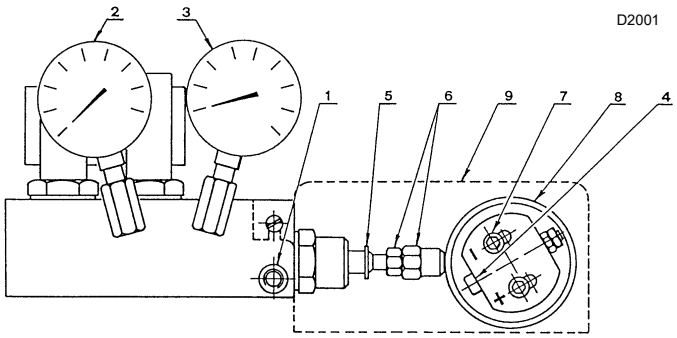
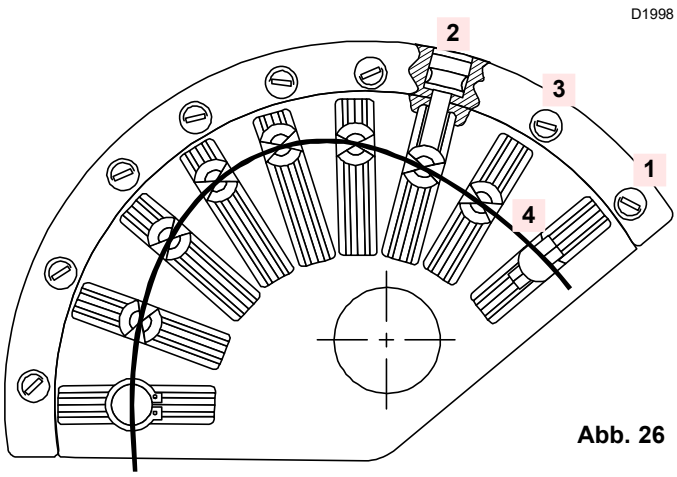

Abb. 22
Abb. 26
Die Druckänderung am Rücklauf - Manometer 3)(Abb. 22 auf Seite 25) ändert den Durchsatz des aus der Düse austretenden Brennstoffs.
- ➤ Wenn beim Höchstdurchsatz der Düse (Höchstdruck am Rücklauf) Druckschwankungen am Druckmesser 3) festgestellt werden, den Druck am Rücklauf etwas verringern, bis diese nicht mehr auftreten (Abb. 22).
Legende (Abb. 22)
Der Flammkopf bewegt sich gleichzeitig mit dem Exzenter 8)(Abb. 22) und dem Nocken mit variablem Profil 1)(Abb. 26).
Die Einstellung der Luftklappe erfolgt durch Betätigen des Nockens mit variablem Profil 1)(Abb. 26). Dieser Vorgang muss nach dem Einstellen von Druckregler und Flammkopf durchgeführt werden. Bei eingeschaltetem Brenner den Stellantrieb von der Stromversorgung trennen und durch Drücken der Entriegelungstaste auf der unteren Seite von Hand lösen.
Die Verlängerung des Zugankers ist angemessen, wenn sich die Luftklappe innerhalb eines reduzierten Winkels bewegt (Luftklappe auf etwa der Hälfte des Hubwegs bei maximaler Leistung). Dadurch wird ein zu gebogenes Profil des Nocken 4)(Abb. 26) vermieden.